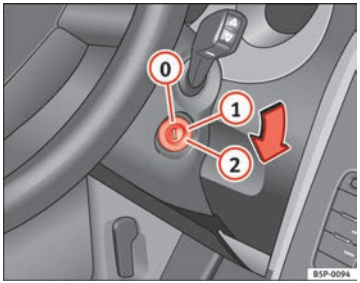

Fig. 117 Ignition key positions
In this position ⇒ fig. 117 the ignition and the engine are OFF and the steering may get locked.
– Turn the ignition key to position ⇒ fig. 117 (1). The indicator lamp ➿ will light for engine pre-heating.
– When the warning lamp turns off, turn the key to position (2) to start the engine. Do not press the accelerator.
– Turn the ignition key to position ⇒ fig. 117 (0).